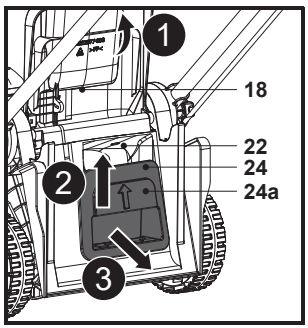

Fig. 13
2. Levante a pega com reentrância (24a), puxe o encaixe do triturador (24) para fora da conduta de descarga traseira (22) e, em seguida, retire o encaixe do triturador (24) (Fig. 13).